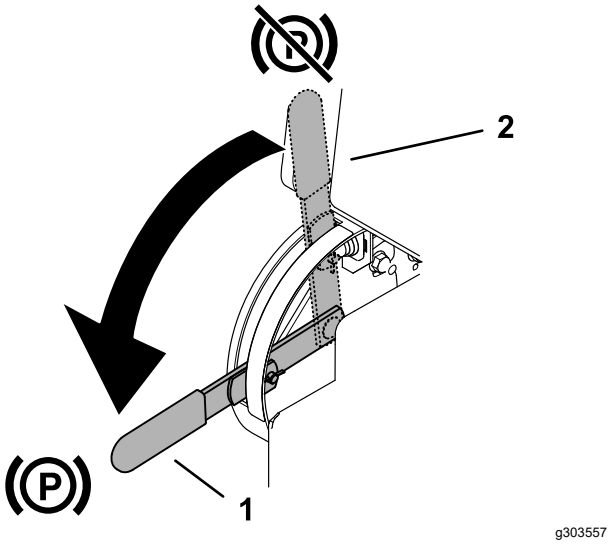

Figuur 7
- Draai de hendel naar beneden om de parkeerrem in werking te stellen (Figuur 7).
- Draai de hendel naar boven om de parkeerrem vrij te zetten (Figuur 7).